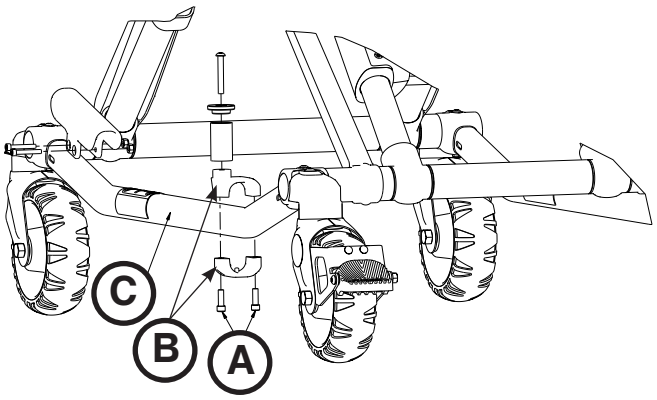

Figura 71
1. Com uma chave T30 Torx, retirar os dois parafusos sextavados interiores (A) que prendem os suportes (B) à estrutura da base (C) (Figura 71). Guardar os parafusos para a reinstalação.